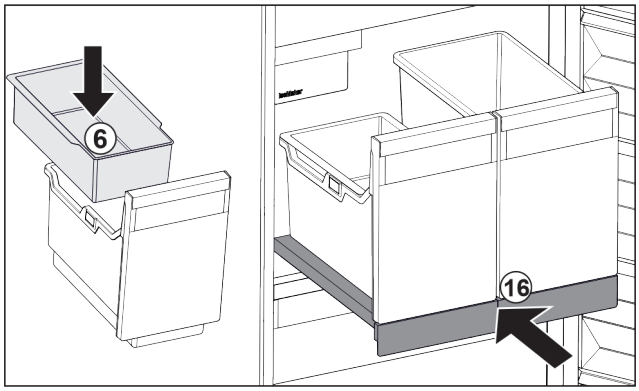

Fig. 48
- ▶ Вставьте навесной лоток *Fig. 48 (6)* для кубиков льда.
- ▶ Вставьте выдвижную панель с контейнером (IceTower). *Fig. 48 (16)*